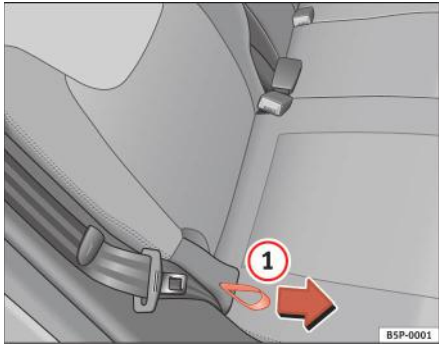

Fig. 96 Reglarea unghiului spătarului scaunului din spate
– Țineți spătarul de partea superioară. Trageți chinga de fixare de pe partea laterală a scaunului ⇒ fig. 96 (1) în sensul săgeții şi mențineți-o în această poziție. Împingeți spătarul în poziția dorită şi eliberați chinga.